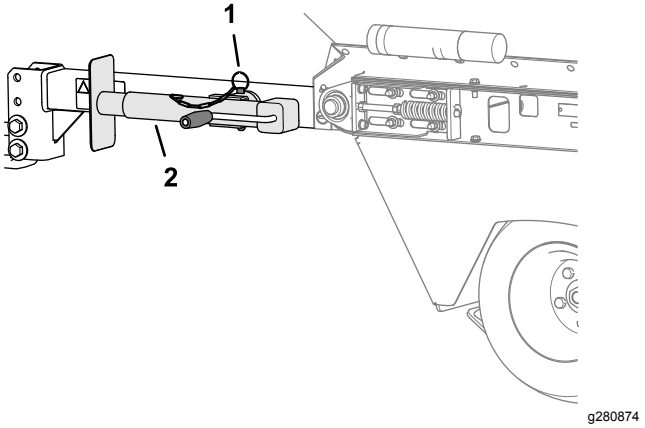

Figur 12
4. Roter jekken horisontalt (Figur 12).
5. Fest jekken til monteringsrøret med splittpinnen (Figur 12).